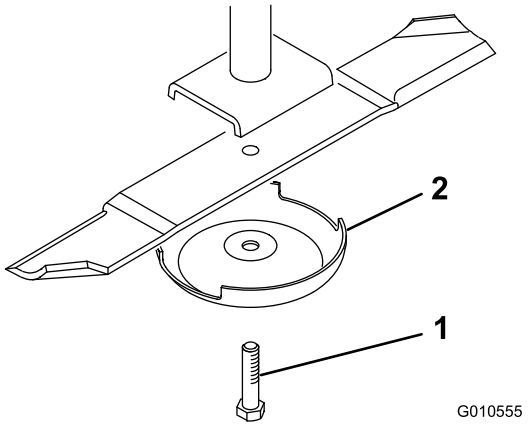

Figur 24
4. Fatta tag i knivens ände med en trasa eller en tjockt vadderad handske. Ta bort knivskruven, antiskalbehållaren och kniven från spindelaxeln (Figur 24).